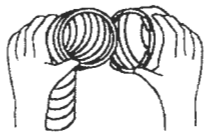

Fig. 1
- Introducir el tubo flexible en el extremo roscado del adaptador (Fig. 1)
- Introduire le tuyau souple dans l'extrémité filetée de l'adaptateur (Fig.1)
- Inserire il tubo flessibile sull'estremità filettata dell'adattatora (Fig. 1)
- Den Schlauch in das Endstück mit Gewinde des Adapters einführen (Siehe Abb. 1)
- Insert the flexible hose into the threaded end of the adaptor. (Figure 1)
- Steek de flexibele l het mot schrocfdrad voorzien uiteinde va tussenstuk (Fig. 1)